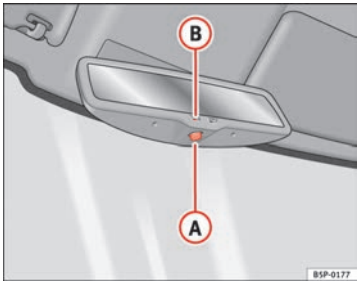

Abb. 87 Automatisch abblendbarer Innenspiegel
– Drücken Sie die Taste (A) ⇒Abb. 87. Die Kontrollleuchte (B) erlischt.
– Drücken Sie die Taste (A) ⇒Abb. 87. Die Kontrollleuchte leuchtet auf.